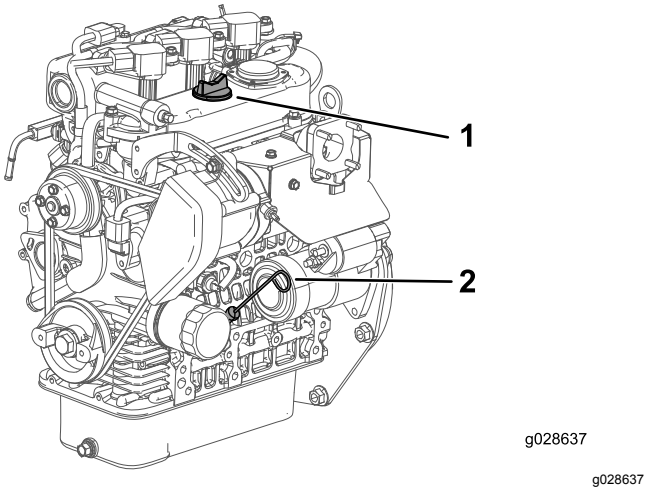

Figur 35
4. Ta ut peilestaven og tørk den med en ren fille (Figur 35).
5. Sett peilestaven inn i røret, og pass på at den når helt ned (Figur 35).
6. Ta ut peilestaven, og kontroller oljenivået (Figur 35).
7. Hvis oljenivået er lavt, må du ta av tanklokket (Figur 35) og fylle på nok olje til at nivået når opp til Full-merket på peilestaven.
8. Sett peilestaven på plass (Figur 35).